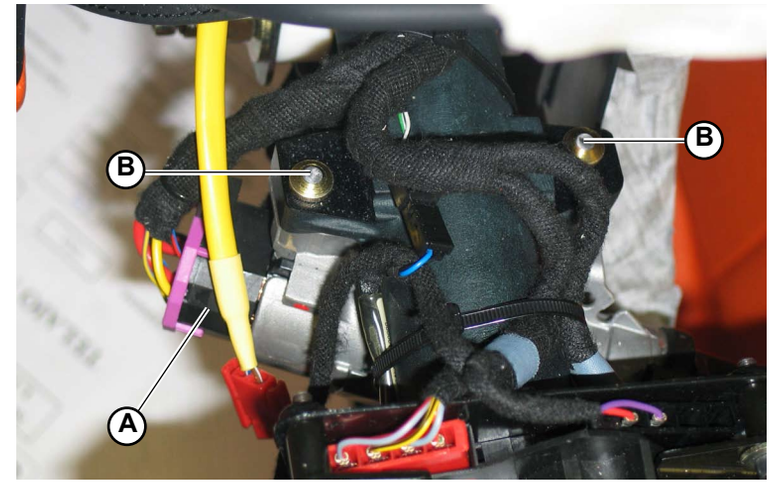

Fig.1
1. Disconnect the 2 ignition key assembly connections (**A-Fig.1**).
2. Using a hammer and chisel remove the 2 antitheft bolts (**B-Fig.1**) securing the ignition key assembly.